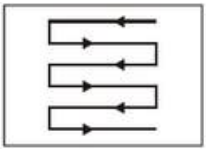

rys. 25
4. Koś w lekko zachodzących na siebie pasach. Najbardziej efektywny sposób koszenia to prowadzenie urządzenia w prostych liniach wzdłuż jednej ze stron. Dzięki temu pasy będą równe, a cały trawnik zostanie skoszony bez pominiętych miejsc (rys. 25).